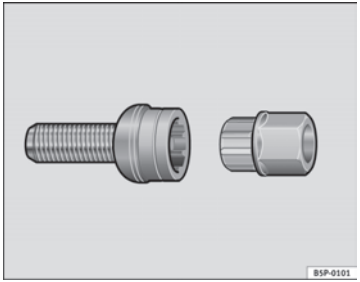

Abb. 184 Diebstahlhemmende Radschraube
– Setzen Sie den Adapter bis zum Anschlag in die diebstahlhemmende Radschraube ein ⇒Abb. 184.